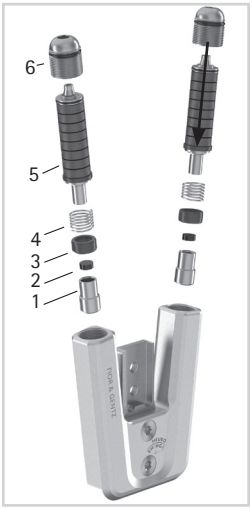

Fig. 15
1 Componga el amortiguador del tope (2) y el casquillo de deslizamiento (3) con el émbolo (1; fig. 15).
6 Atornille el grupo de componentes para la flexión plantar en el canal para el muelle posterior hasta que toque el estribo de sistema (fig. 15). El muelle de compresión (4) debe ser comprimido completamente. No precargue las unidades de muelle (5).